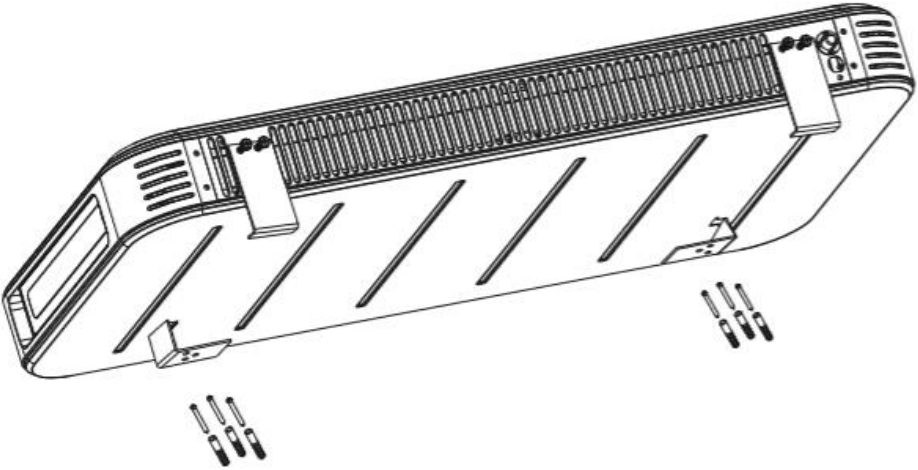

Рис. 1 Установка /снятие настенного кронштейна.
3. Закрепите два позиционирующих кронштейна с помощью четырёх винтов в основание прибора, а затем закрепите ещё два кронштейна на стене с помощью крепежа, входящего в комплект поставки (**Рис.1**).